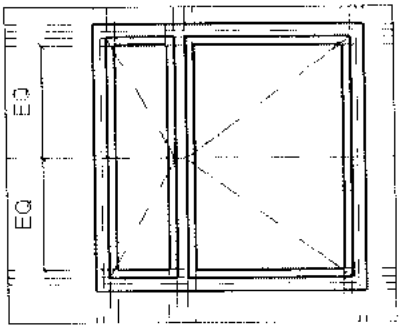

Рис. 18.14. *Обозначение направления открывания створок окна*
6. На ленте в разделе **Element** выбрать в списке вариант линий *Elevation Swing [projection]* и построить на створках рамы линии фасада, как показано на рис. 18.14.